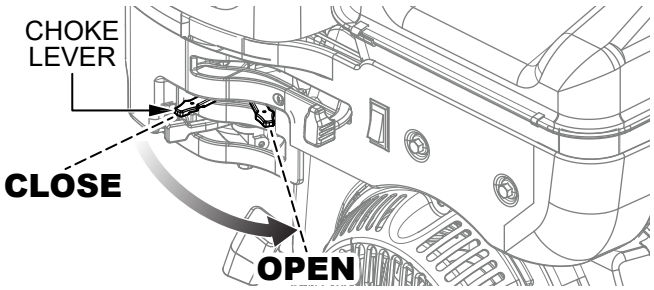

Figure 41. Choke Lever (Open)
6. If starting a warm engine, place the engine choke lever in the **OPEN** position (Figure 41).
9. If the engine has started, slowly return the choke lever to the **OPEN** position (Figure 41) as the engine warms. If the engine has not started, repeat steps 1–7.